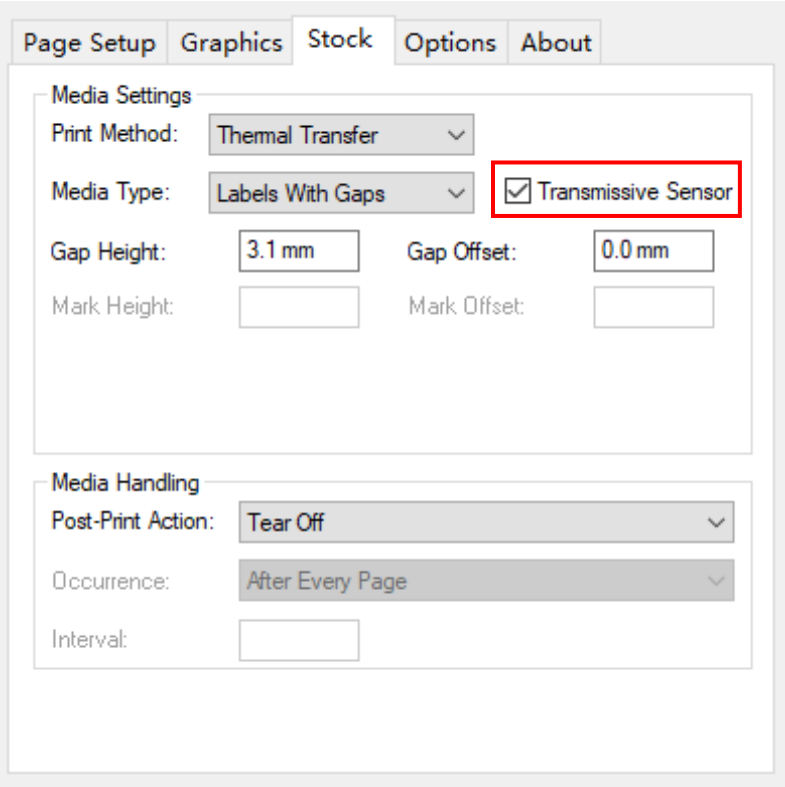

Figure 3-6 Stock Interface
6. Open the "Advanced setup" from the printer's driver on your PC, select "Stock" tag, and then select the correct media type from the drop-list and uncheck the box of "Transmissive Sensor", see Figure 3-6.